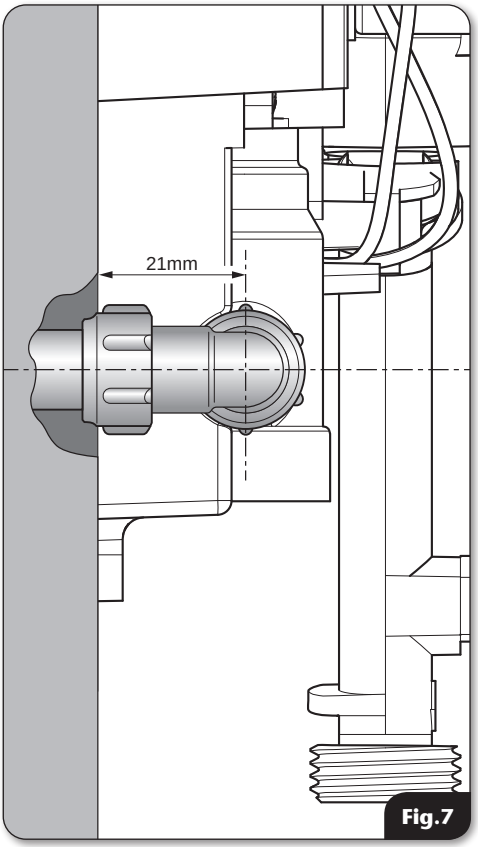

Fig.7
- Compression fittings **MUST** be used to connect to the inlet of the shower **(fig.7)**. Push-on fittings must **NOT** be used as full engagement cannot be guaranteed.
- If installing a feed pipe from the back or bottom, the centre of the inlet valve to the wall surface is 21mm **(fig.7)**.